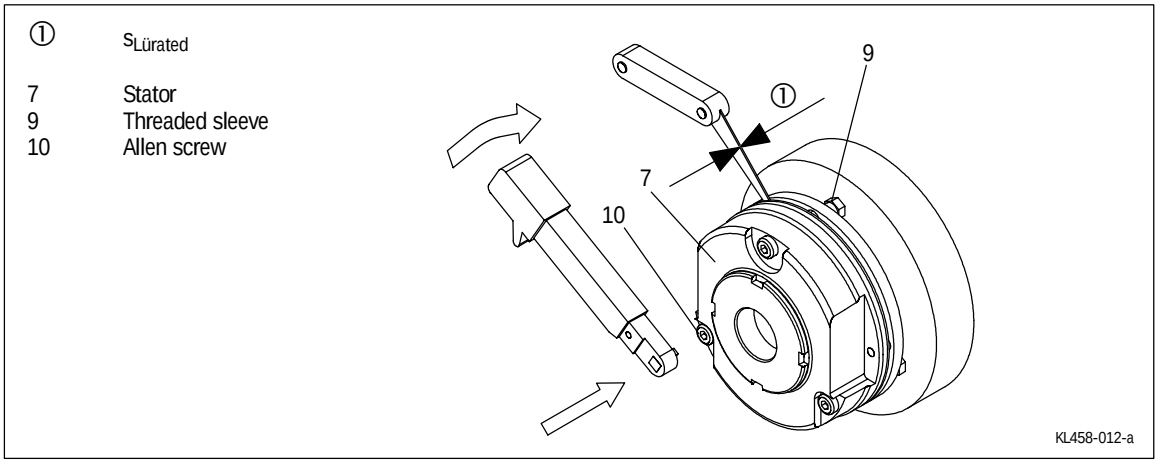

FIG 8
6. Tighten the screws (10) evenly (for torques see rated data table chapter 3.3 and FIG 8).
7. Check the air gap $s_{Lürated}$ near the bolts (10) by means of the thickness gauge ($s_{Lürated}$ see rated data table chapter 3.3 and FIG 8).